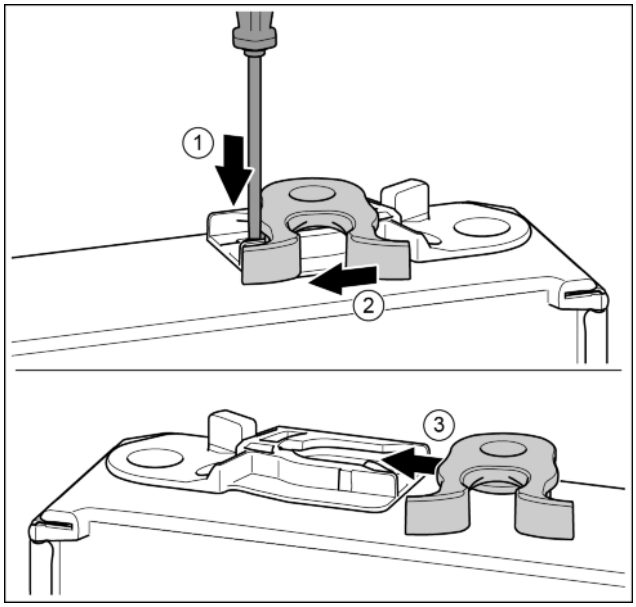

Fig. 16
- ▶ Lip met sleufschroevendraaier naar onder drukken. *Fig. 16 (1)*
- ▶ Sluithaak uit de geleiding trekken. *Fig. 16 (2)*
- ▶ Sluithaak aan de andere kant van de geleiding schuiven. *Fig. 16 (3)*